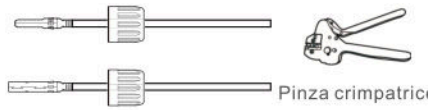

Figura 4.10 Crimpare il pin di contatto sul filo
3. Crimpare il pin di contatto al filo utilizzando un apposito crimpatrice per filo. (vedi Figura 4.10)